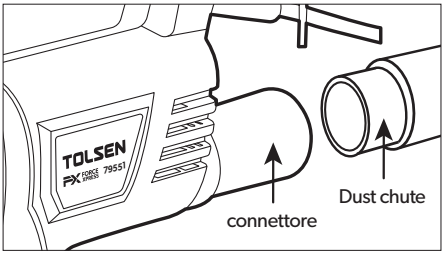

Figura 5
2. Per fissare lo scivolo della polvere (venduto separatamente) posizionare, allineare i perni sullo scivolo della polvere con le fessure all'interno Connettore. Spingere lo scivolo della polvere all'interno e ruotarlo in senso orario per bloccare. Vedere la Figura 5 di seguito